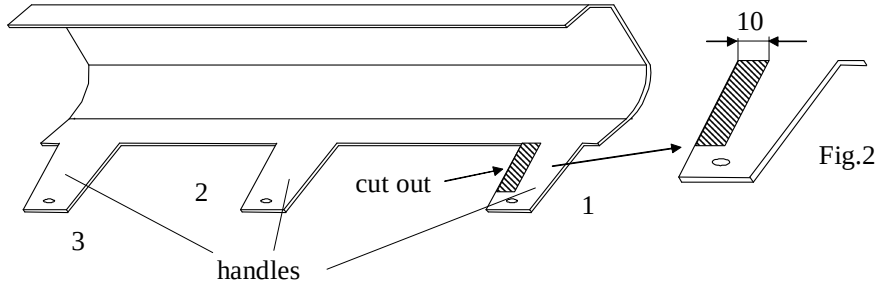

Fig.2
5. Cut the handle of the bumper according to fig. 2 (if necessary).
6. Position the ball of towbar (pos. 2) and fix with M12x70mm bolts (pos. 8) and nuts from the towbar accessories.
7. Fix the socket plate (pos. 3) as shown on the drawing.